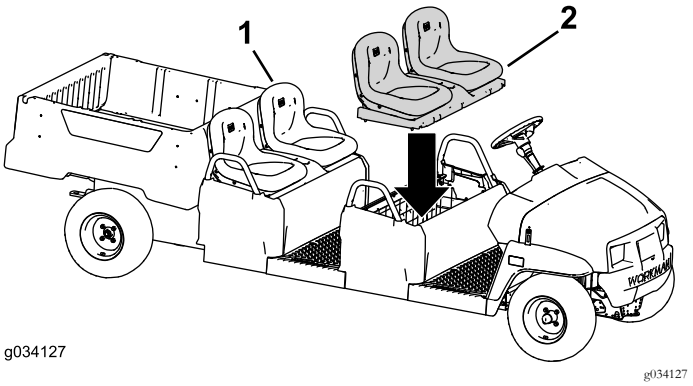

Figur 99
2. Monter den oprindelige sædeenhed på den bageste sæderække (Figur 99).
3. Monter sædeenheden på den forreste sæderække (Figur 99).